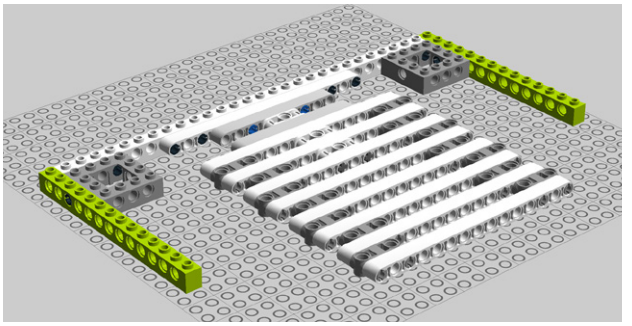

Figure 8-20. *Step 15: Connecting two more 14M Technic bricks*
15. Add two 14M Technic bricks. Note that they will not want to stay still; we'll secure them in a future step (Figure 8-20).